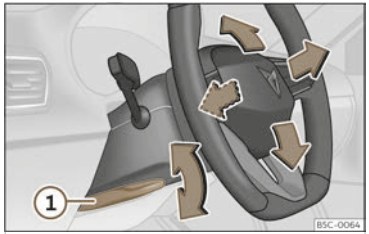

Fig. 95 Lever in the lower left side of the steering column.
- Pull lever >>> **Fig. 95** ① down, move the steering wheel to the desired position and lift the lever back up until it locks.
- **After adjusting the steering column, push lever >>> Fig. 95 ① firmly upwards so that the steering wheel does not accidentally change position while driving.**